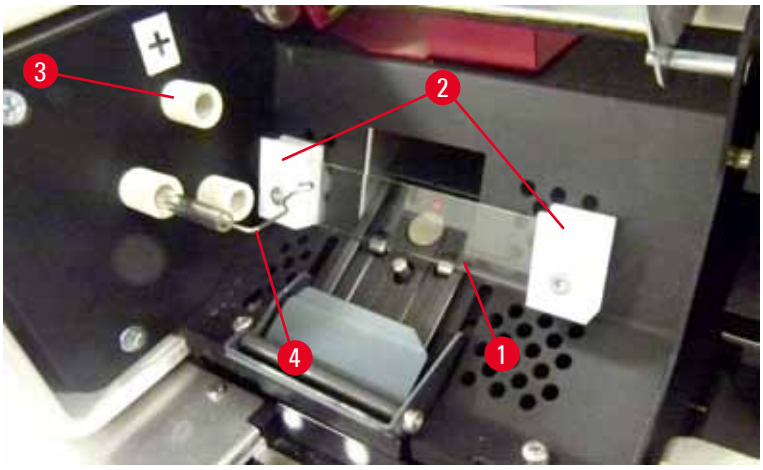

Fig. 20
5. Verifique que se retire el muelle de contacto (→ "Fig. 19-2")/(→ "Fig. 20-4") del cable de encendido de la bombilla (→ "Fig. 21-1") (véase también (→ "Fig. 20")).